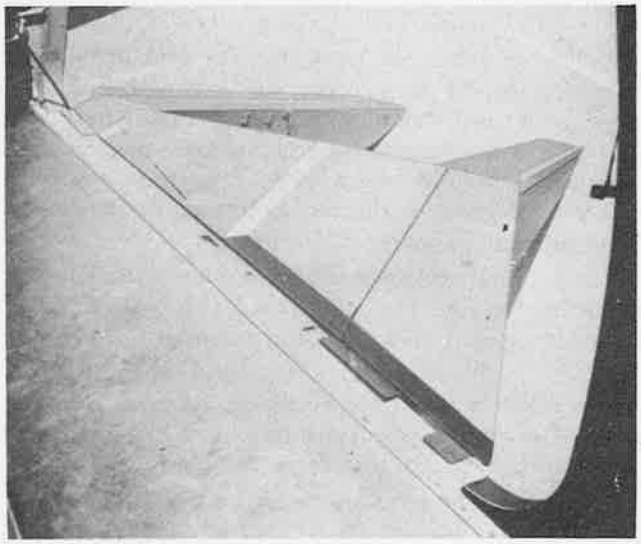

Figure 613—Loading Ramp and Platform in Position for Loading Field Howitzer
(c) LOADING RAMPS. – The loading ramp, consisting of two tracks and a small and large platform, is provided to assist in performing the special equipment loading operations. Each track attaches to the cargo door sill by means of a single metal dowel protruding from a metal angle that overlaps the cargo door sill. The single dowel attachment provides for any slight angular deviations that may be necessary during the loading operations. The words "75-mm FIELD HOWITZ, ENGINES, JEEP, 37-mm GUN AND MOTORCYCLE" are plainly stenciled on the skin of the airplane below the cargo door sill to indicate the proper loading ramp attach points for loading the various types of equipment. The tracks are attached to the fuselage at an angle of approximately 55 degrees to the center line of the airplane. The two platforms are provided to be used with the ramps in order to create a larger, comparatively level, loading area. (See figure 613.)
2. LARGE PLATFORM. – The larger platform, which is made to fit between the two tracks, is constructed so as to incorporate an auxiliary platform at the right-hand end, hinged to the platform proper and swung underneath into the stowed position when not in use. The auxiliary platform is held in this stowed position by means of a pin fitting. When necessary, this auxiliary platform may be swung upward to form a larger platform and fill the space created by moving the two tracks to their extreme positions. (See figure 613.) The use of this platform is mentioned in the following paragraphs regarding the loading operation.
1. Place the aft track in the last rearward fitting in the cargo door sill, and the forward track in the first fitting of the door sill. These fittings are marked "75-mm HOWITZ." The small triangular platform is not used in this case. The large platform is placed between the two tracks and the auxiliary portion is swung upward into its place to fill the space created by moving the two tracks apart. (See figure 613.)